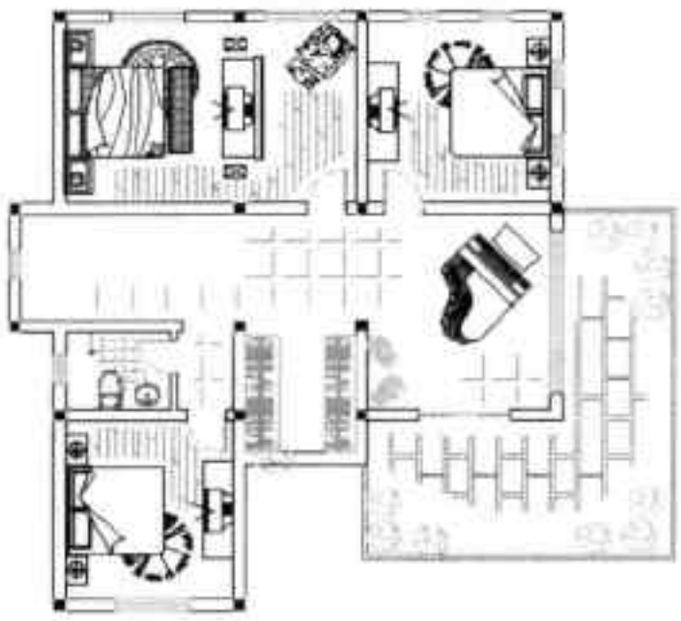

图18-88 填充二层地面区域
Step19 使用 AutoCAD“图案填充”命令，对别墅二层地面进行填充，结果如图 18-88 所示。